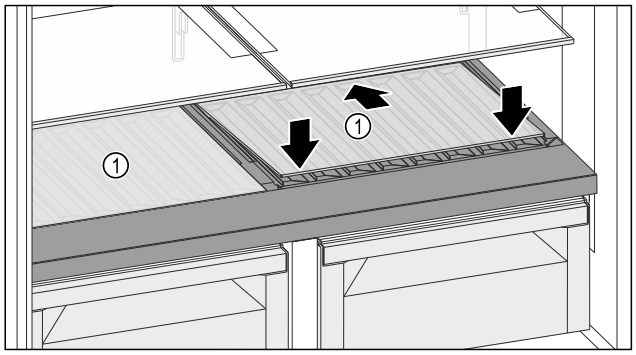

Fig. 133
▶ Așezați placa de sticlă *Fig. 133 (1)* oblic și spre spate înclinată în jos.
▶ Coborâți în față placa de sticlă *Fig. 133 (1)*.